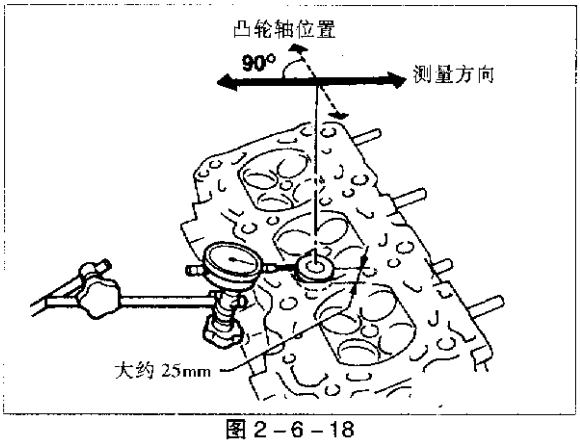

图 2-6-18
a. 按图 2-6-18 所示的方向测量（气门和气门导管通常在这个方向上发生较严重磨损）。